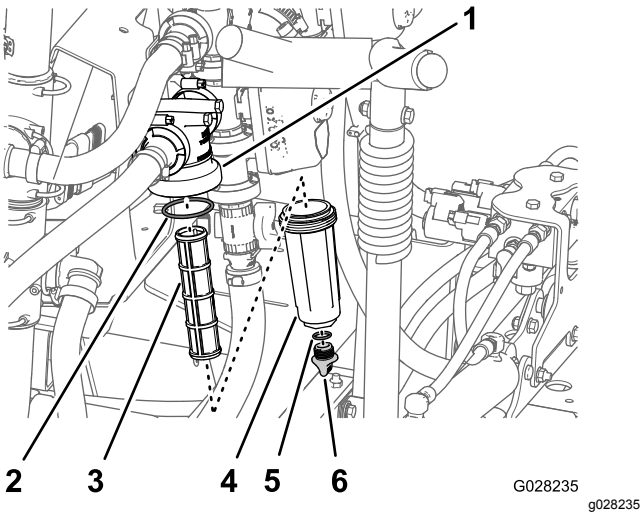

Figur 82
2. Anbring en dræningsbakke under trykfilteret (Figur 82).
3. Drej aftapningsproppen mod uret, og tag den ud af trykfilterets skål (Figur 82).
4. Drej skålen imod urets retning, og fjern filterhovedet (Figur 82).
5. Fjern det gamle trykfilterelement (Figur 82).
6. Kontroller O-ringen til aftapningsproppen (inden i skålen) og O-ringen til skålen (inden i filterhovedet) for skader og slid (Figur 82).
7. Monter det nye trykfilterelement i filterhovedet (Figur 82).
8. Monter skålen på filterhovedet ved håndkraft (Figur 82).
9. Monter proppen i skålen ved håndkraft (Figur 82).